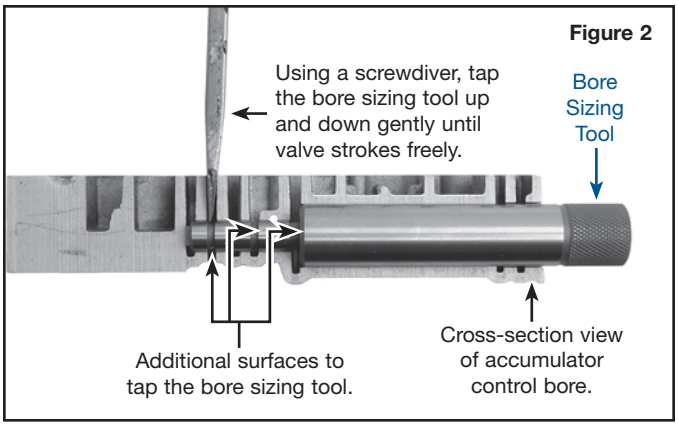

Figure 2
NOTE: Use Sonnax bore sizing tool **36948-12** to smooth and properly size the accumulator control valve bore (**Figure 2**).
c. If the valve does not move freely, reinstall the bore sizing tool and tap the sizing tool up and down using a hammer and screwdriver (**Figure 2**). Repeat process until the valve strokes freely.